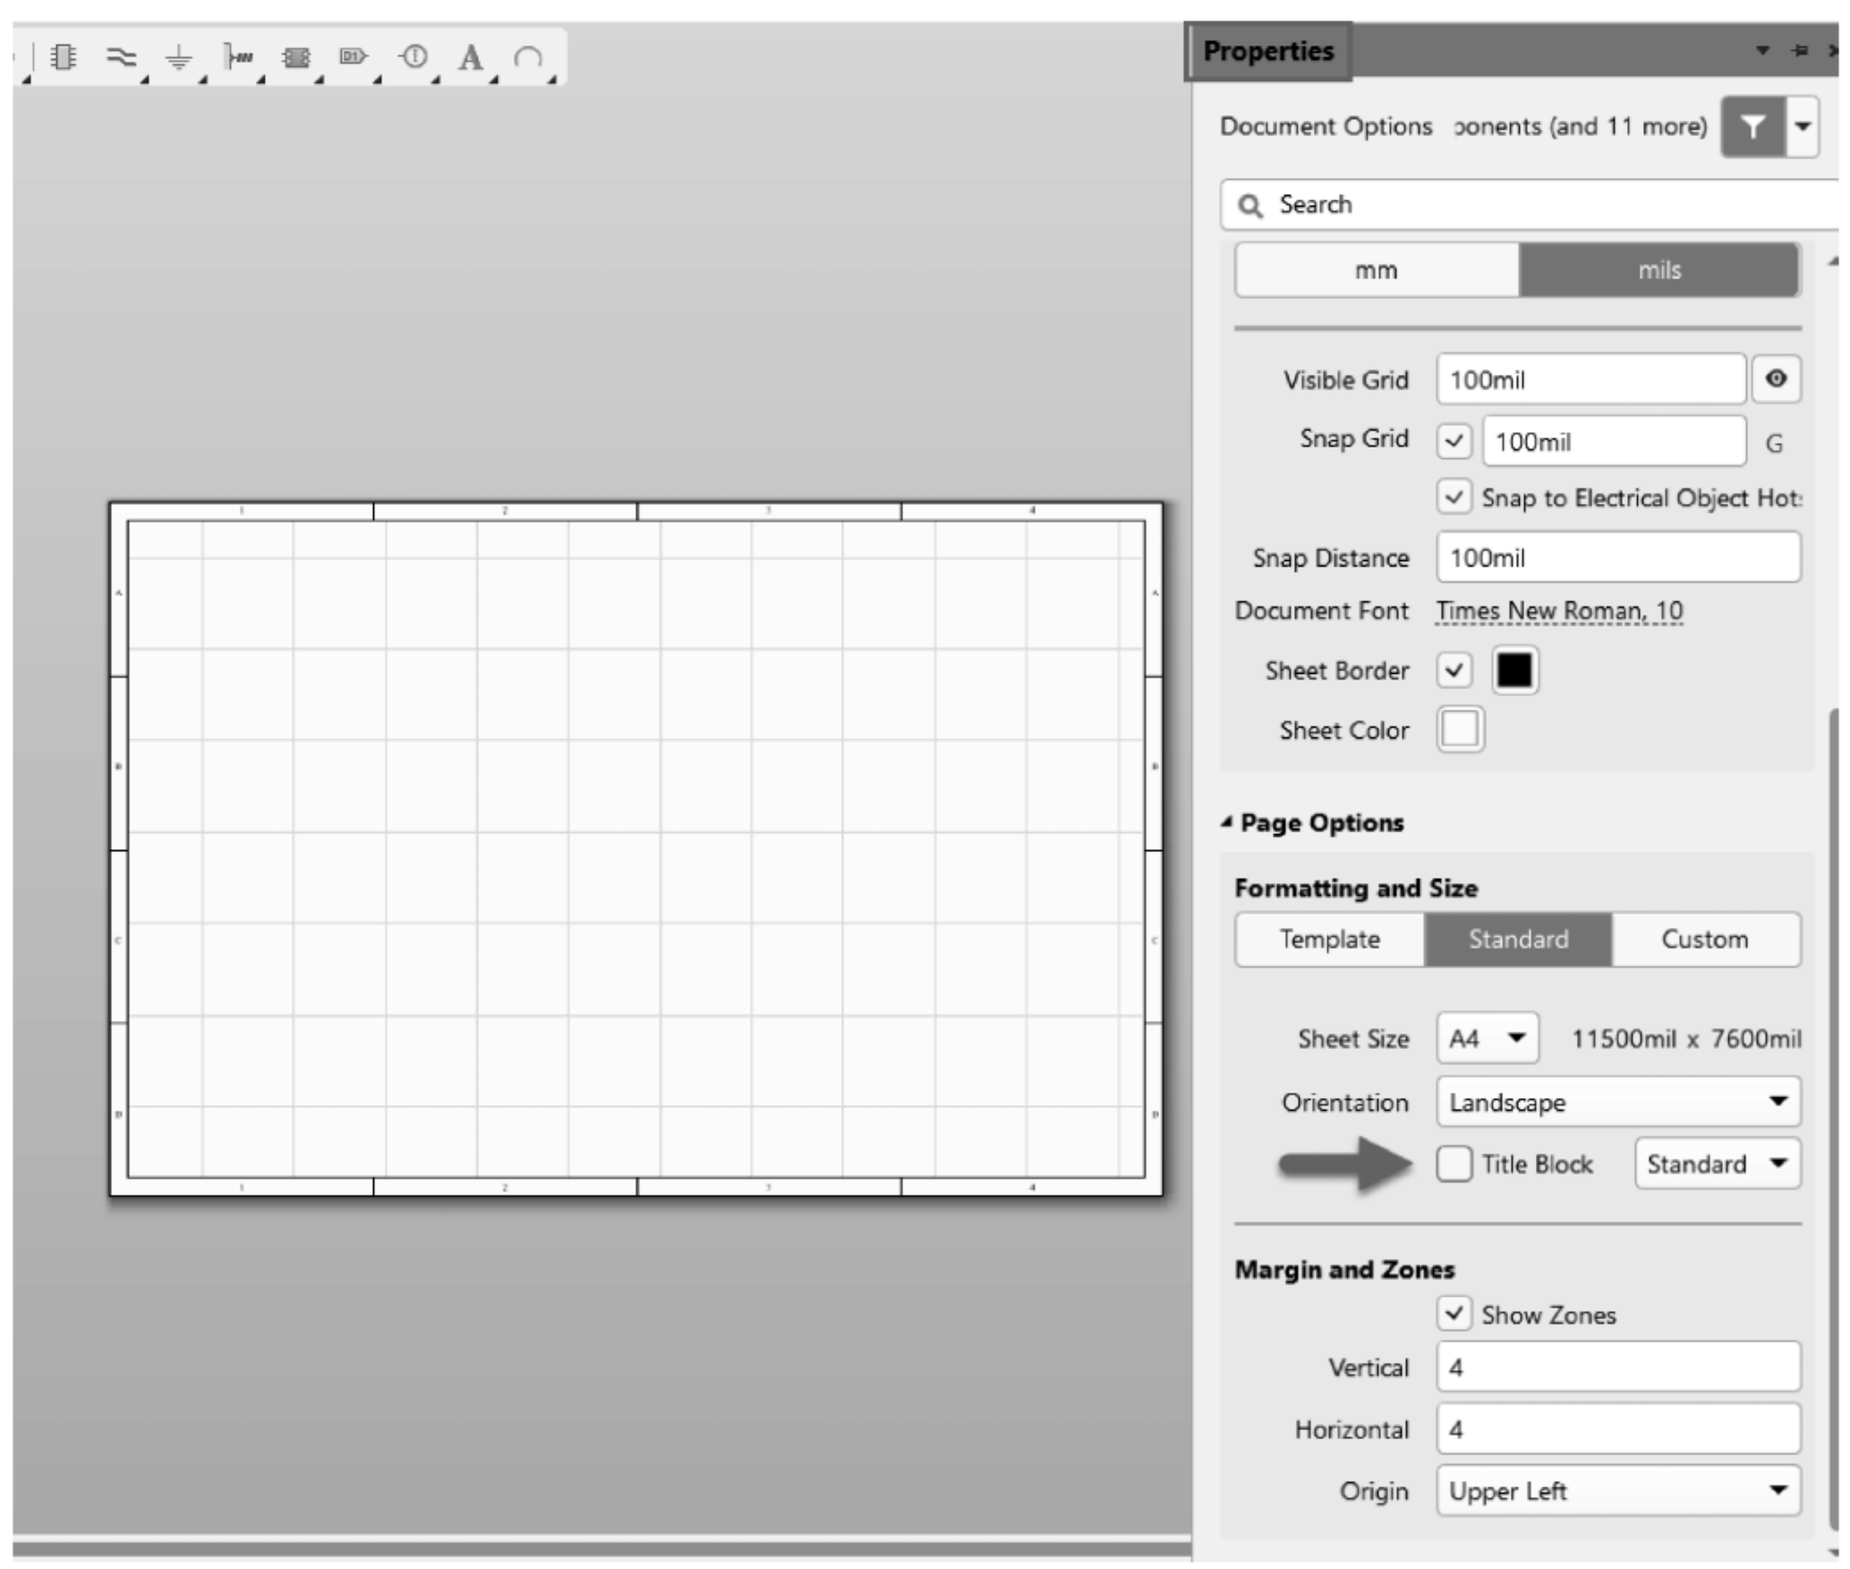

图 1-70　取消 Title Block 标题区块
(2) 设置原理图。进入空白原理图文档后，打开 Properties 面板，在 Page Options 下的 Formatting and Size 参数栏中选择 Standard 标签，取消勾选 Title Block 复选框，将原理图右下角的标题区块取消，用户可以重新设计一个符合本公司的图纸模板，如图 1-70 所示。